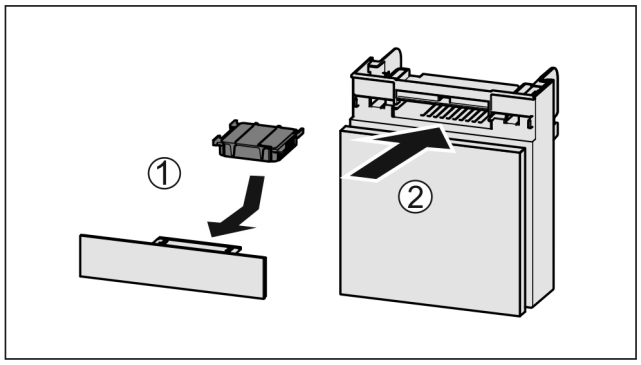

Fig. 142
- ▶ Aktivkohlefilter nach Abbildung einsetzen *Fig. 142 (1)*.
- ▶ Fach einschieben *Fig. 142 (2)*.